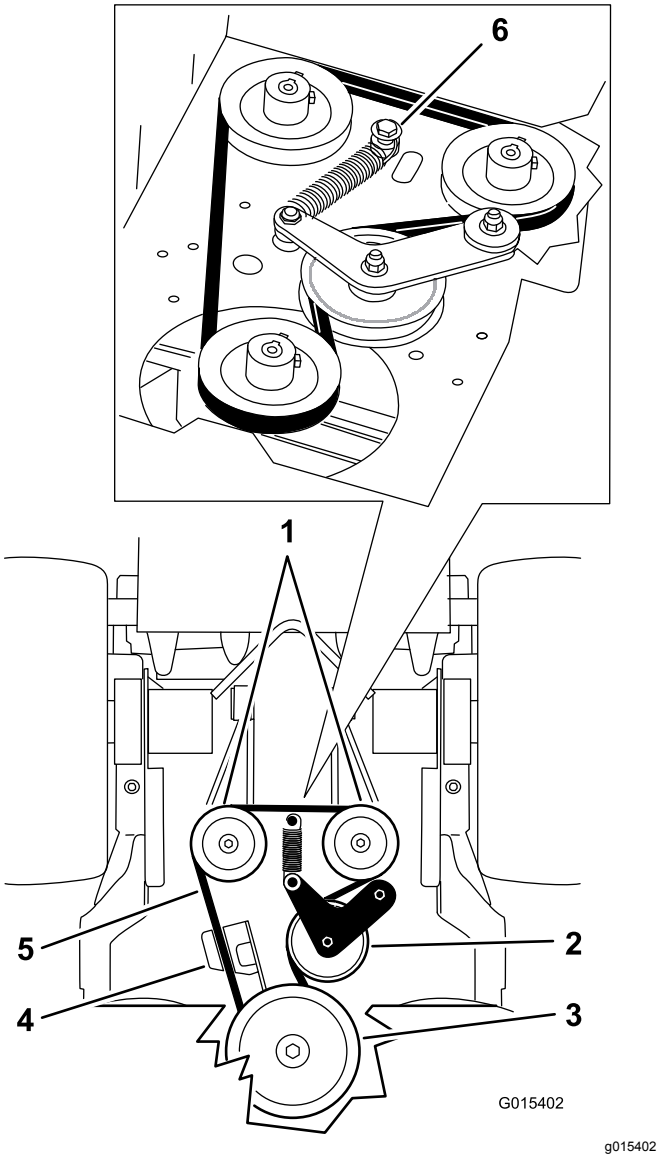

Bild 66
5. Entfernen Sie die Schulterpassschraube, Mutter und Scheibe, die am Motor und an der Feder angeschlossen sind (Bild 66).
6. Entfernen des Pumpen-Treibriemens (Bild 66).
8. Montieren Sie die Feder auf die Schulterpassschraube und Scheibe und befestigen Sie sie mit der Mutter am Motor (Bild 66).